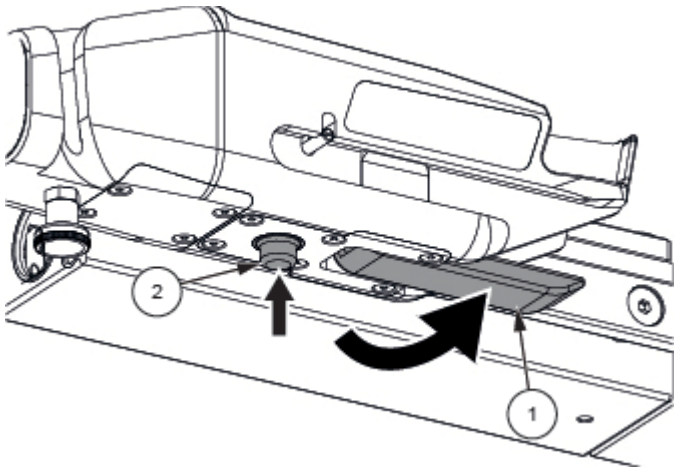

Figura 7-9. Bloquee el mango para el traslado motorizado
3. Bloquee la palanca de sujeción (1). Consulte la *Figura 7-9*.
1. Baje la palanca de bloqueo (1), mantenga presionado el bloqueo del raíl (2) y tire hacia fuera del mango para el traslado motorizado. Consulte la *Figura 7-9*.